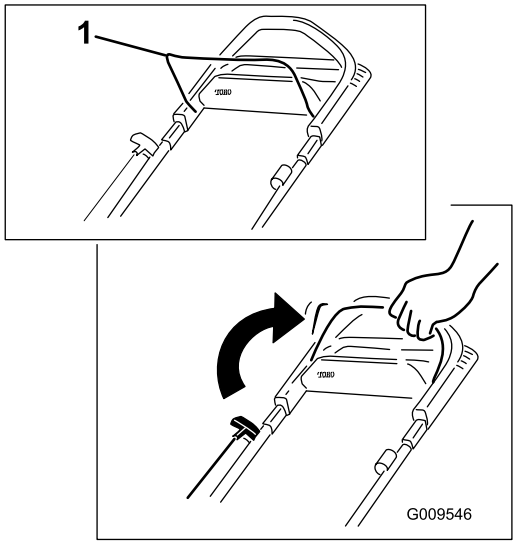

Figura 11
1. Tenete la barra di comando della lama contro la stegola (Figura 11).